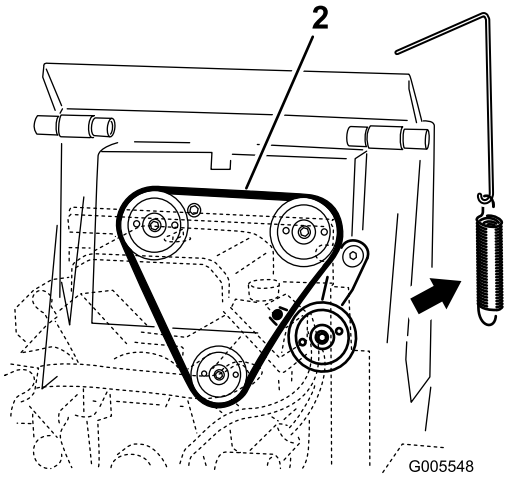

Figuur 51
4. Verwijder de spanpoelieveer van de spanpoelie (Figuur 51).
6. Plaats een nieuwe drijfriem rond de 3 poelies (Figuur 51).